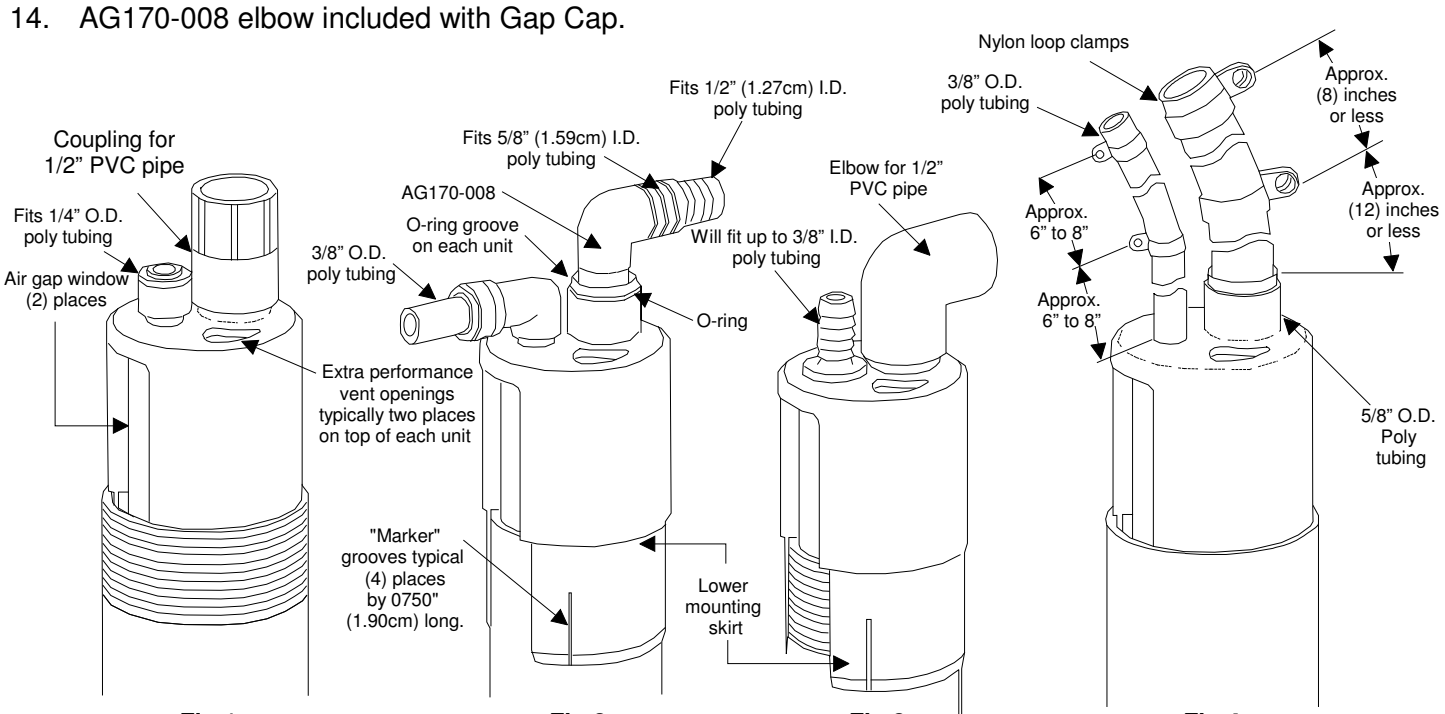

Fig 1
13. Fig.4 shows the basic GAP-CAP unit. Figs. 1, 2, 3 illustrate usage if various purchased fittings.